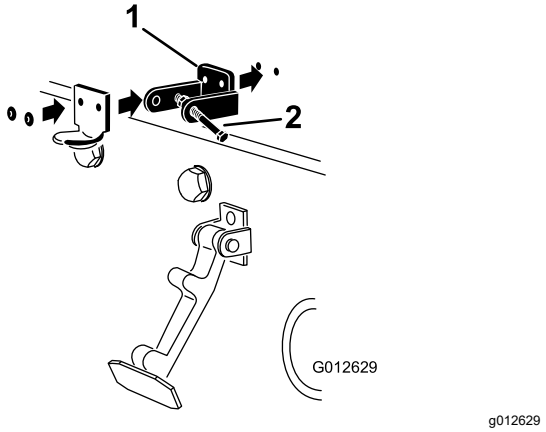

Figur 4
4. Når du nivellerer monteringshullerne, skal du placere CE-låsebeslaget og hjelmlåsebeslaget på motorhjelmen (Figur 4).
6. Nit beslagene og spændeskiverne fast til motorhjelmen (Figur 4).